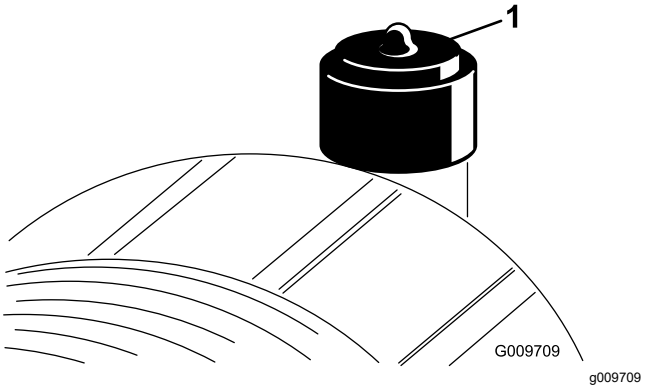

Figuur 84
Geef het luchtfilter uitsluitend een onderhoudsbeurt als de onderhoudsindicator (Figuur 84) dit aangeeft. Als u het luchtfilter vervangt voordat dit nodig is, wordt alleen maar de kans vergroot dat er vuil in de motor komt als het filter wordt verwijderd.
9. Stel de indicator (Figuur 84) opnieuw in als deze rood is.